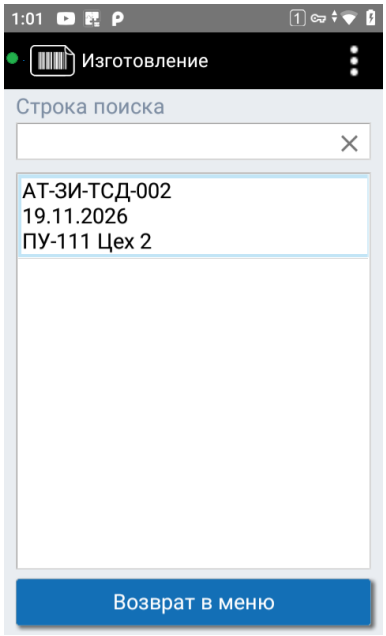

Рисунок 143. Список заказов на изготовление
2. Откроется список документов «Заказ на изготовление» для вашего подразделения (см. Рисунок 143). Выберите документ или считайте его ШК.